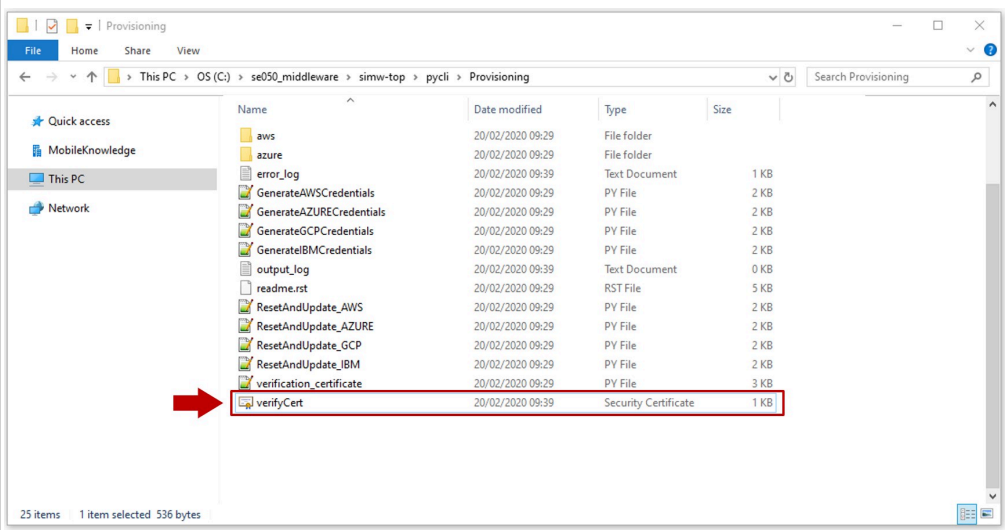

Figure 71. Verify generation of the AWS verification certificate
5. Check that the verification certificate is successfully generated in the **Provisioning** folder in your file system as shown in Figure 71: